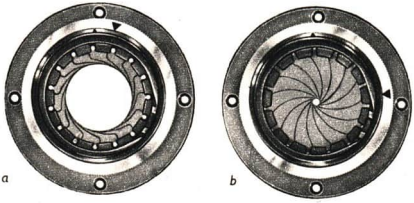

Abb. 56. Irisblende
4. Die Blenden des photographischen Apparates. Die in das Innere des photographischen Apparates gelangende Lichtmenge muß so bemessen sein, daß die lichtempfindliche Schicht weder über- noch unterbelichtet wird. Die eindringende Lichtmenge muß der Helligkeit des Aufnahmegegenstandes angepaßt werden. Dies erfolgt aber nicht automatisch; wir müssen die Regelung dieser Lichtmenge selbst vornehmen. Das geschieht, indem wir den Verschluß der Kamera verschieden lange öffnen. Hinter dem Objektiv befindet sich eine Blende mit einer in ihrer Größe veränderbaren, kreisrunden Öffnung. Da die Veränderung der Blendenöffnung rein äußerlich eine gewisse Ähnlichkeit mit der Erweiterung und Verengung der Pupille des Auges durch die Regenbogenhaut oder Iris hat, heißt eine derartige Blende *Irisblende* (Abb. 56). Aufgabe der Blende ist es zunächst, die den Rand der Linse durchdringenden Strahlen abzublenden. Dadurch wird eine schärfere Zeichnung der Bilder erreicht, und zwar um so mehr, je kleiner die Blendenöffnung ist. Außerdem wird durch die Größe der Öffnung die einfallende Lichtmenge beeinflußt. Es ergibt sich daraus neben der Verstellung des Verschlusses eine weitere Möglichkeit zur Regelung der Belichtungszeit.